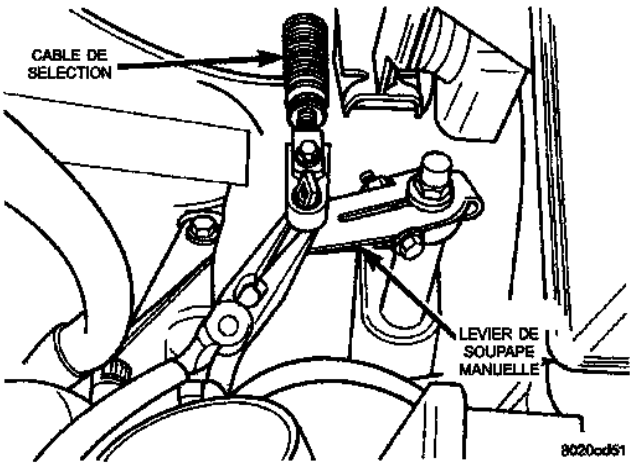

Fig. 7 Câble de sélection de rapport
(1) Déposer la fixation du passe-câble de la goupille du levier de commande de la boîte-pont (Fig. 7).